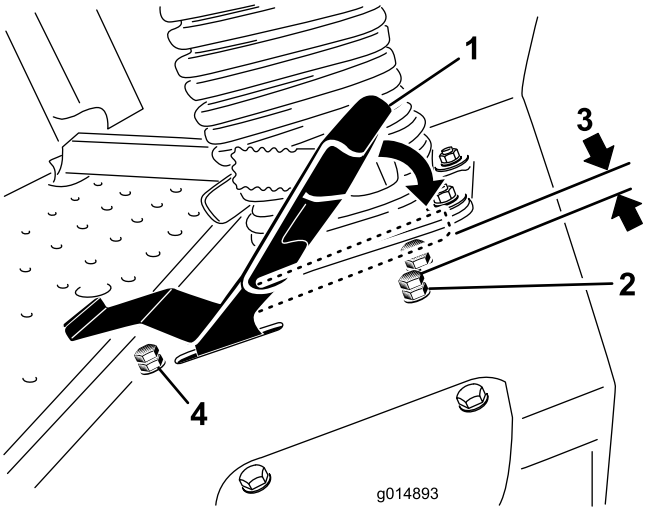

Figur 60
3. Løsn kontramøtrikken på stopbolten til traktionspedalen (Figur 60).